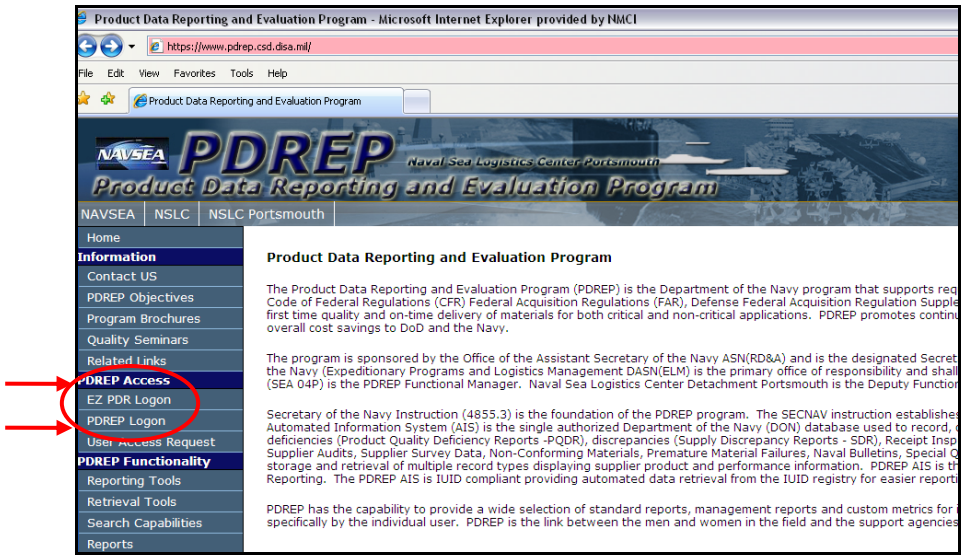

Figure 1.1
b. On the left hand column under PDREP ACCESS click on PDREP Logon (Figure 1.1).